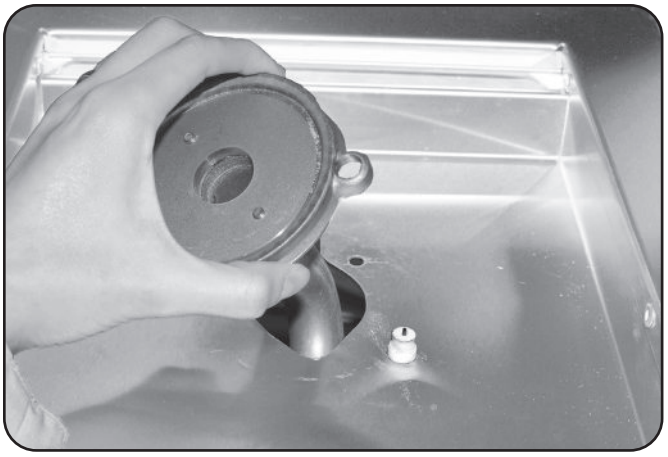
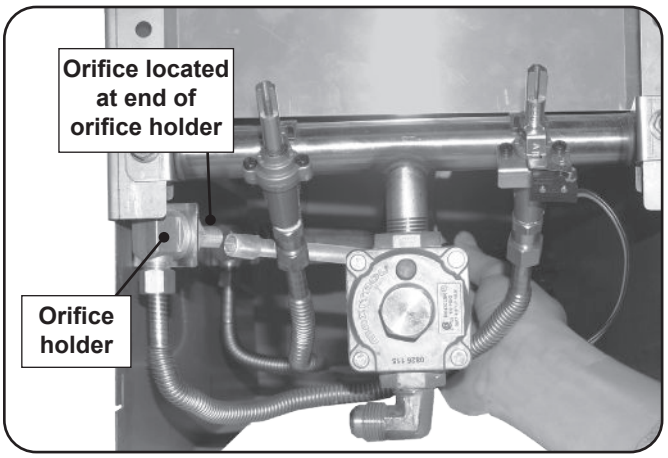

Fig. 49-2 Lift burner
Fig. 49-3 Locate orifice
4. Remove the burner cap and carefully lift the burner up and out, clearing the ceramic electrode (see Fig. 49-2), and pulling the burner tube away from the orifice, located on the end of the orifice holder on the left side of the unit (see Fig. 49-3).
5. Using a $^3/_8$" socket, remove orifice from the orifice holder (see Fig. 49-3) and check the number stamped on the orifice face.